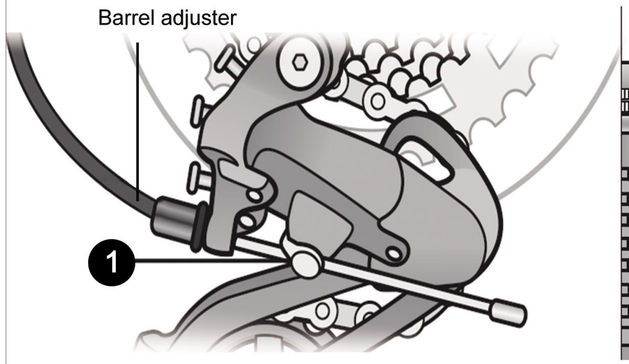

Figure 1
① Shift the rear shifter to largest number indicated, disconnect the rear derailleur cable from the cable anchor bolt and place the chain on the smallest sprocket. Figure 1